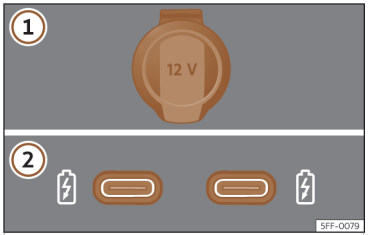

Abb. 161 12-Volt-Steckdosen im Fahrzeug
>>> **(Abb. 161)**
Je nach Ausstattung und Land kann das Fahrzeug auch über USB-Anschlüsse mit **ausschließlicher Lade- oder Steckdosenfunktion** >>> **(Abb. 161)** ② verfügen.